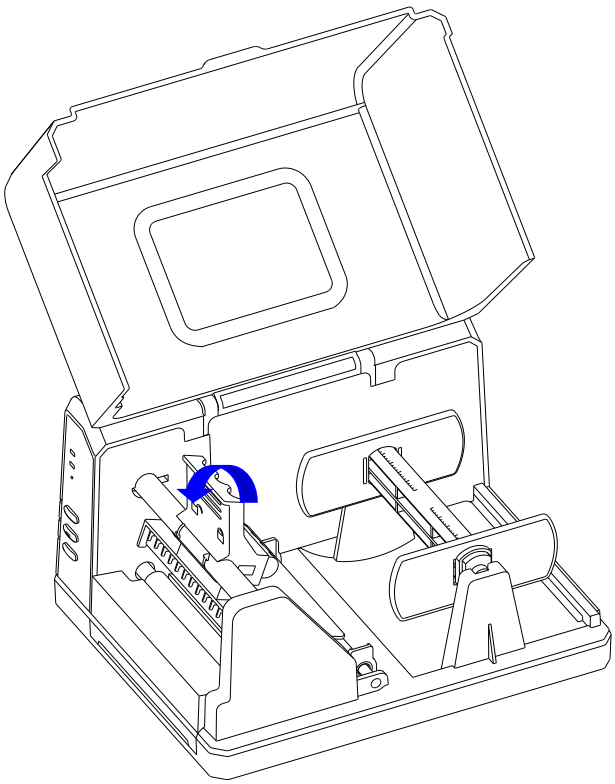

Figure 2-6 Lift the Handle
1. Lift the right cover of the printer and lift the Handle of the Printhead, as shown in Figure 2-6.